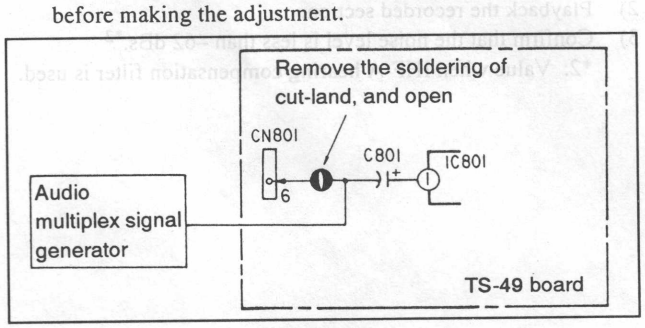

Fig. 8-55.
Signal	Stereo pilot signal (15.734 kHz) only. • Connection See Fig. 8-55. • Level at Pin ① of IC801 0.14 Vp-p (49.5 mVrms)
Signal	• MPX signal: See Table • Connection: See Fig. 8-55.